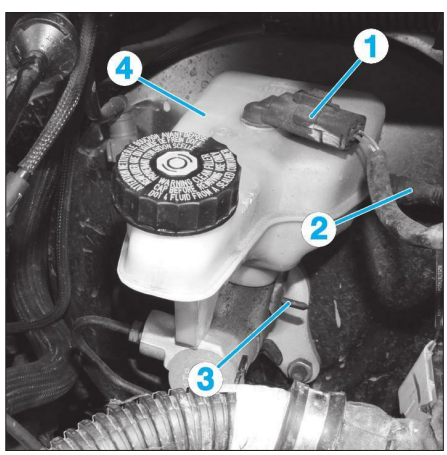

**Fig. 12**
• Débrancher le connecteur (1) **(Fig.12)**.
• Débrancher la durit d'alimentation (2) de cylindre émetteur d'embrayage.
- la goupille de fixation (3) du réservoir de liquide de frein,
- le réservoir de liquide de frein (4).